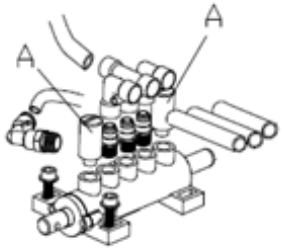

Abb. 13
2. Lösen Sie die Ventilschalldämpfer (A), die zu Backen öffnen und schließen Pedal und Abdrücker-Pedal gehören; (Abb. 13)
3. Reinigen Sie die Schalldämpfer mit Druckluft, und ersetzen Sie sie gemäß der Ersatzteilliste, wenn sie beschädigt sind. (Abb. 13)